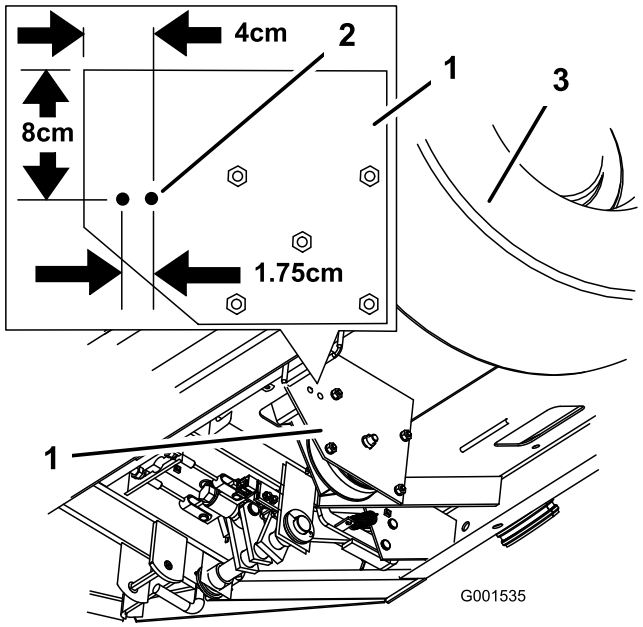

Figur 2
1. Leta rätt på kopplingsplattan under golvplattan (Figur 2).
2. För att borra hålen för signalhornet mäter du och markerar hålen i enlighet med Figur 2.
3. Borra två hål med 8 mm i diameter på kopplingsplattan (Figur 2).